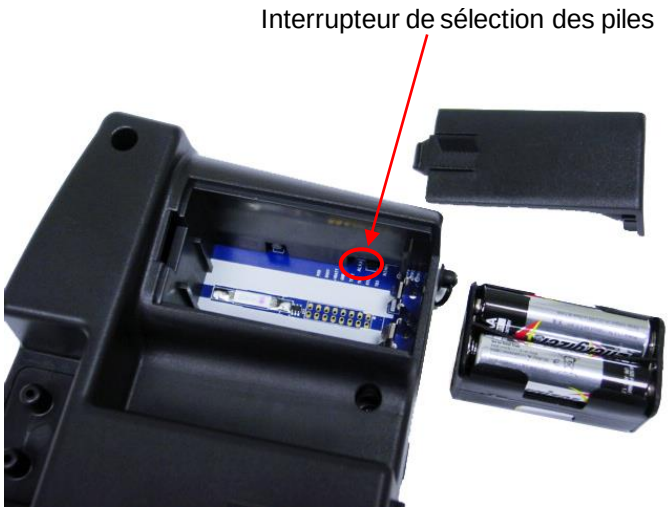

Figure 6 : emplacement de l'interrupteur de sélection du type de piles
4. Reportez-vous à la Figure 6 puis positionnez l'interrupteur de sélection des piles pour indiquer le type de piles que vous utilisez.
5. Vérifiez que l'interrupteur de sélection des piles est correctement positionné (cf. Figure 6).